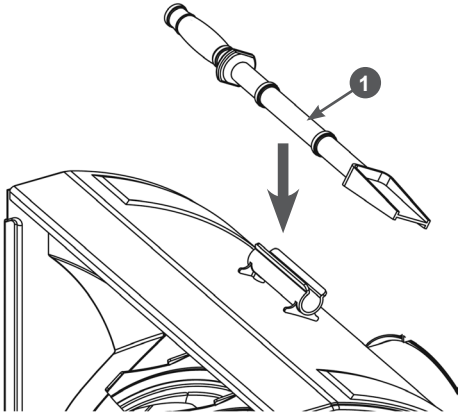

Рис. 36 Расположение лопатки для очистки
3. Для очистки всегда используйте специальную лопатку, а не руки. Лопатка 1 прикреплена к верхней части кожуха шнеков (Рис. 36).